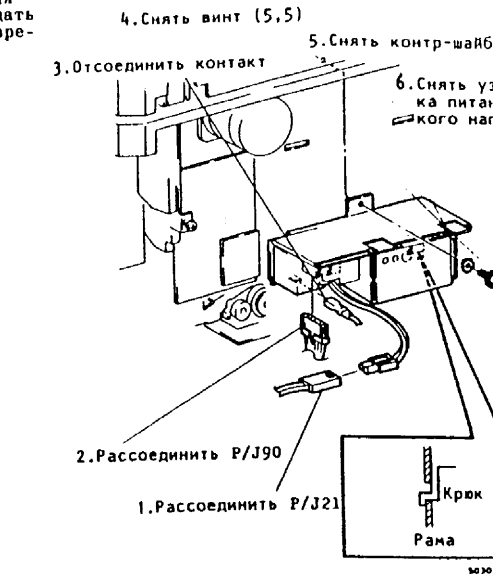

Рис.2. Снятие блока питания высокого напряжения
6. (Рис.1, Рис.2): Снять блок питания высокого напряжения.